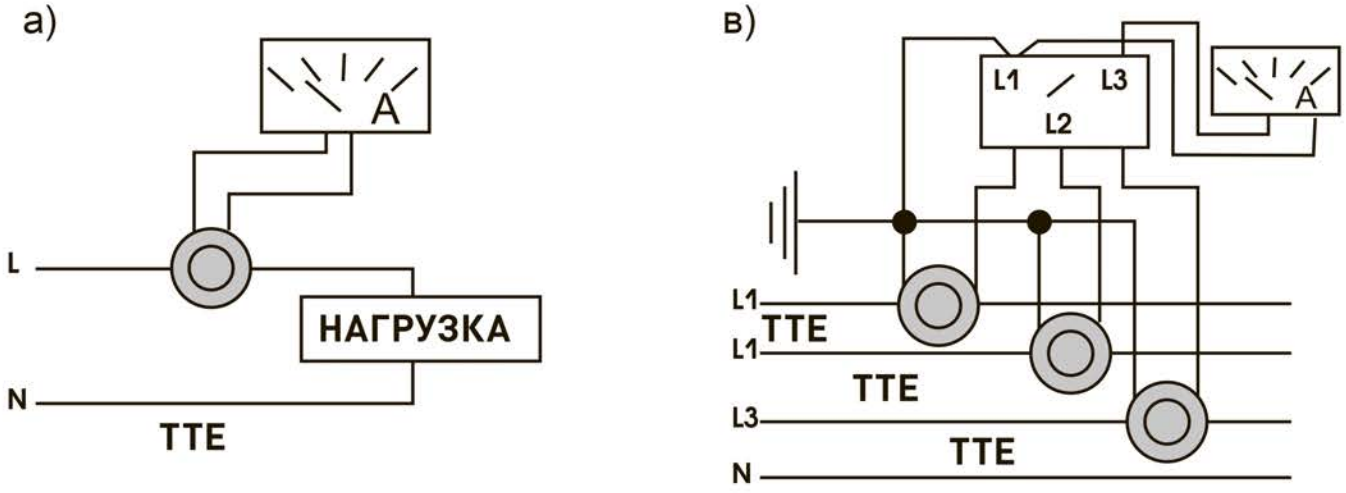

Рисунок 7
5.4 Схемы подключения амперметров через трансформаторы тока на Рис. 7.